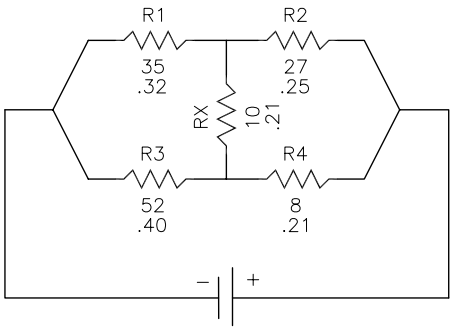

Figure 17-56 *Electric circuit diagram with resistors for Exercise 2*
3. Repeat the **Insert** tool to insert other blocks, and define their attribute values as given in the table. Save the drawing as *attexr2.dwg*, refer to Figure 17-56.